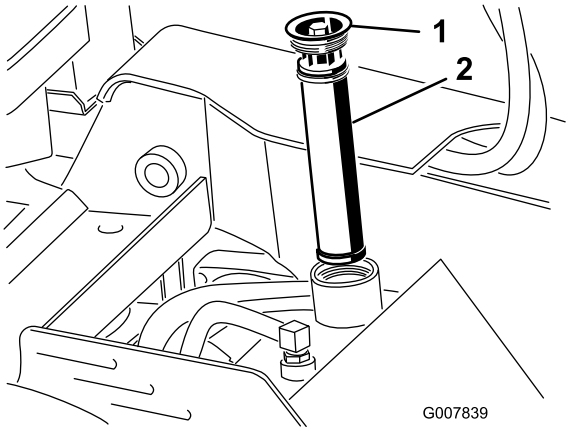

Figur 18
5. Gör rent i området runt hydraultankens påfyllningsrör och ta bort locket och filtret från röret med en hylsnyckel (Figur 18).